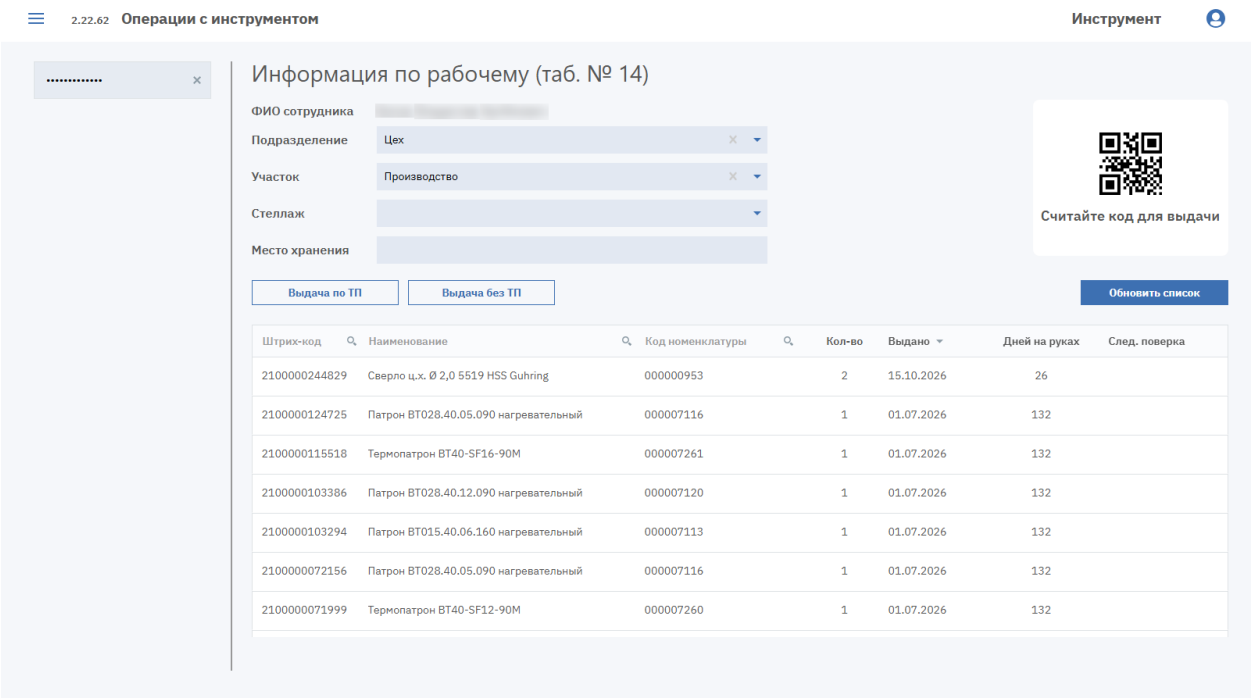

Рисунок 148. Экран «Информация по рабочему»
2. На открывшемся экране «Информация по рабочему (таб. № …)» проверьте ФИО сотрудника, подразделение и участок (см. Рисунок 148). Они заполняются по данным работника. Если в карточку пользователя загружено фото, оно отображается на экране.